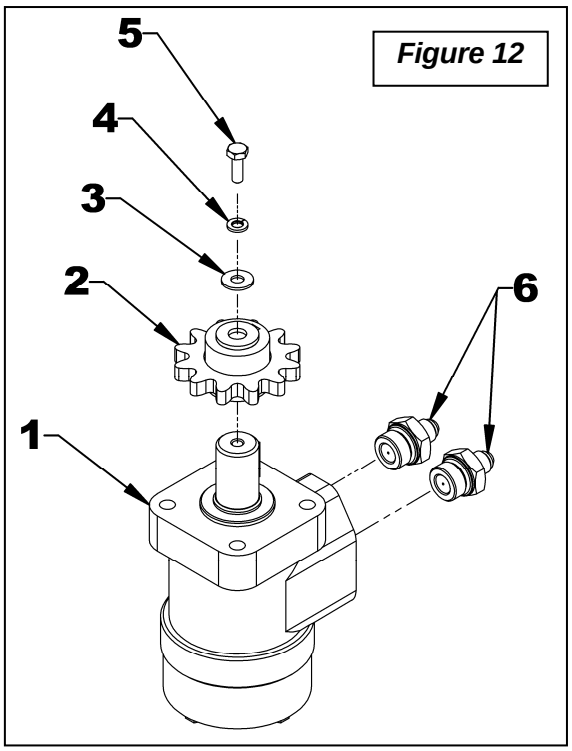

*Figure 12*
2. **Figure 12:** Check if the chute itself rotates well. To do so, remove the bolt , lockwasher, flat washer (items 5-4-3) and the motor gear (item 2) attached to the motor shaft (item 1) and check if the chute rotates well in both directions by turning it by hand. If it does not rotate well, correct the problem by checking if there is some excess wear or debris locked between components.
3. **Figure 12:** Check if there is residue in the hydraulic circuit. To do so, first verify if the chute rotates well in one direction. If so, remove the bolt, lockwasher, flat washer (items 5-4-3) and the motor gear (item 2) attached to the motor shaft (item 1) and activate the rotation in the direction the motor turns well for approximately 1 minute to evacuate the residues. Then rotate the chute in the direction it did not turn well and check if the problem is resolved. - If not or if the chute does not rotate well in either direction, disconnect the motor hoses, remove the two flow restrictors (item 6) attached to the motor inputs (item 1) and inspect the holes of the two flow restrictors carefully. Remove the residues if needed. If no residue is present, disconnect hoses and clean them with compressed air. - If the problem persists, check if there is residue inside the motor (item 1). Clean with compressed air the inside of the two motor inputs. You can also manually turn the motor shaft in both directions while shooting compressed air.